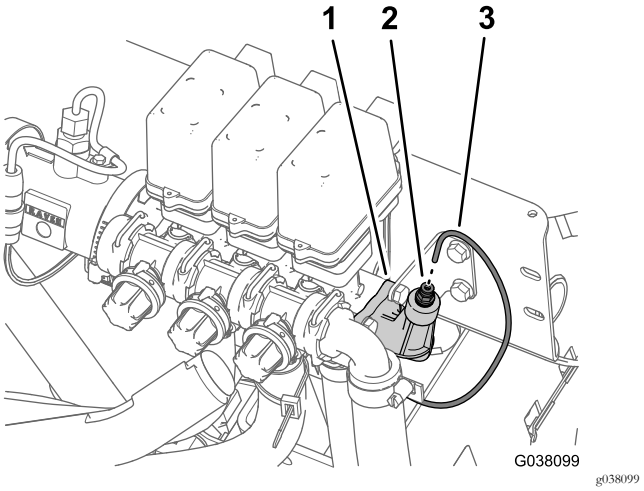

Figura 5
1. Pressione o anel no acoplador do tubo no tampão da extremidade da válvula da secção da rampa direita (Figura 5).
2. Puxe o tubo sensor de pressão do indicador no painel do acoplador do tubo (Figura 5).